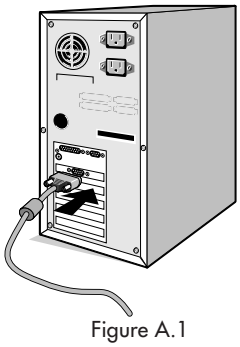

Figure A.1
2. For the PC: Connect the 15-pin mini D-SUB signal cable to the connector of the display card in your system **(Figure A.1).** Tighten all screws.